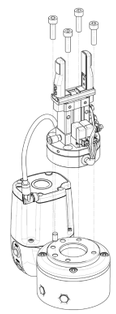

Abbildung 1
- Montieren Sie den pneumatischen Greifer wie in **Abbildung 1** am Roboterarm. Die Innensechskantschrauben werden mit einem maximalen Anzugsmoment von 6,3 Nm festgezogen.